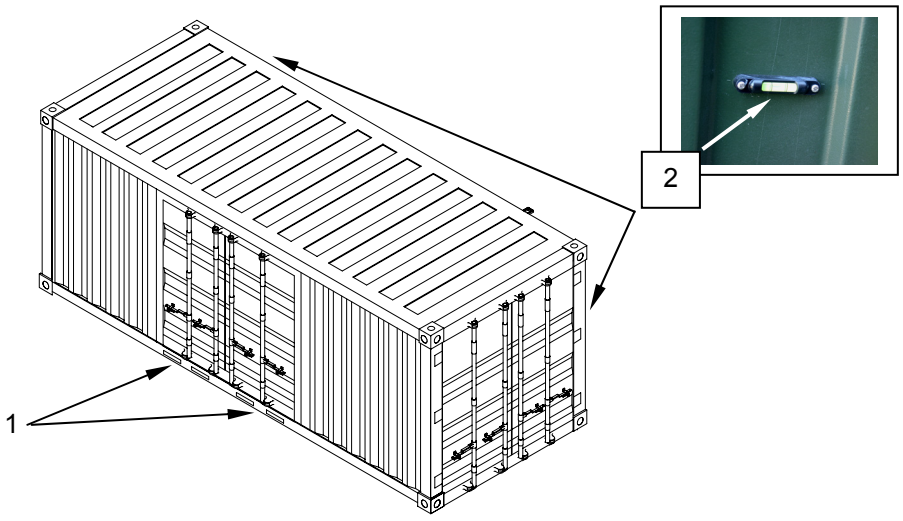

Figure 1. Lift and Move the CBL.
1. Use built-in forklift pockets **(Figure 1, Item 1)** to move and lift CBL.
3. Inspect the levels **(Figure 1, Item 2)** affixed to the container exterior. Adjust the level of the CBL by shimming tightly with wood scraps, stones, or bricks tapped into place with mallet.